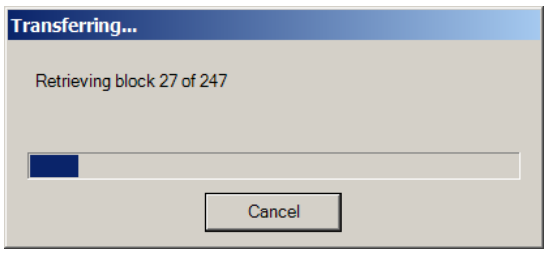

Figure 2-26 Transferring Data Log Status Screen
6. Select a folder to save the file to and the desired file name, then select **Save**. TapTalk will display a Transferring Data Log status screen (Figure 2-26).